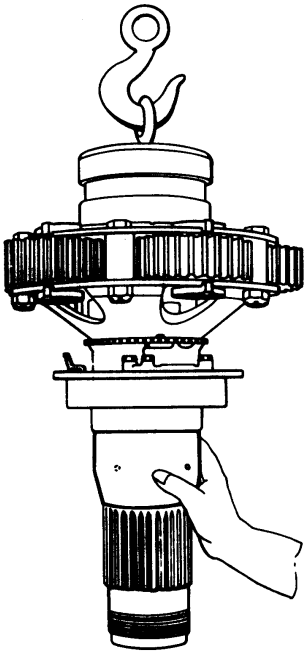

Figure 32. Installing 6796056 Roller Bearing Guide on Front of Propeller Shaft
d. Install 6796056 roller bearing guide on front of propeller shaft (figure 32).
m. Remove 6796056 propeller shaft to roller bearing guide (figure 32).